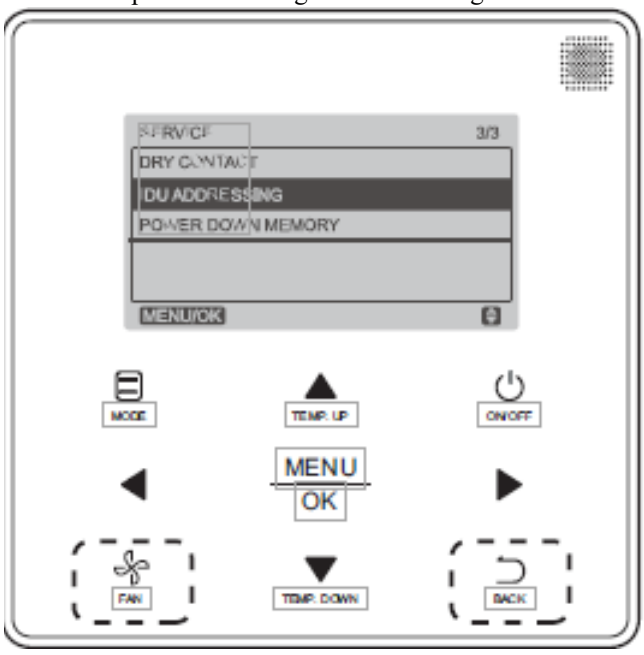

Fig. 26 —Programmable Controller IDU Addressing Menu
1. Press **FAN** and **BACK** simultaneously for five seconds to access parameter settings as shown in Fig. 26.